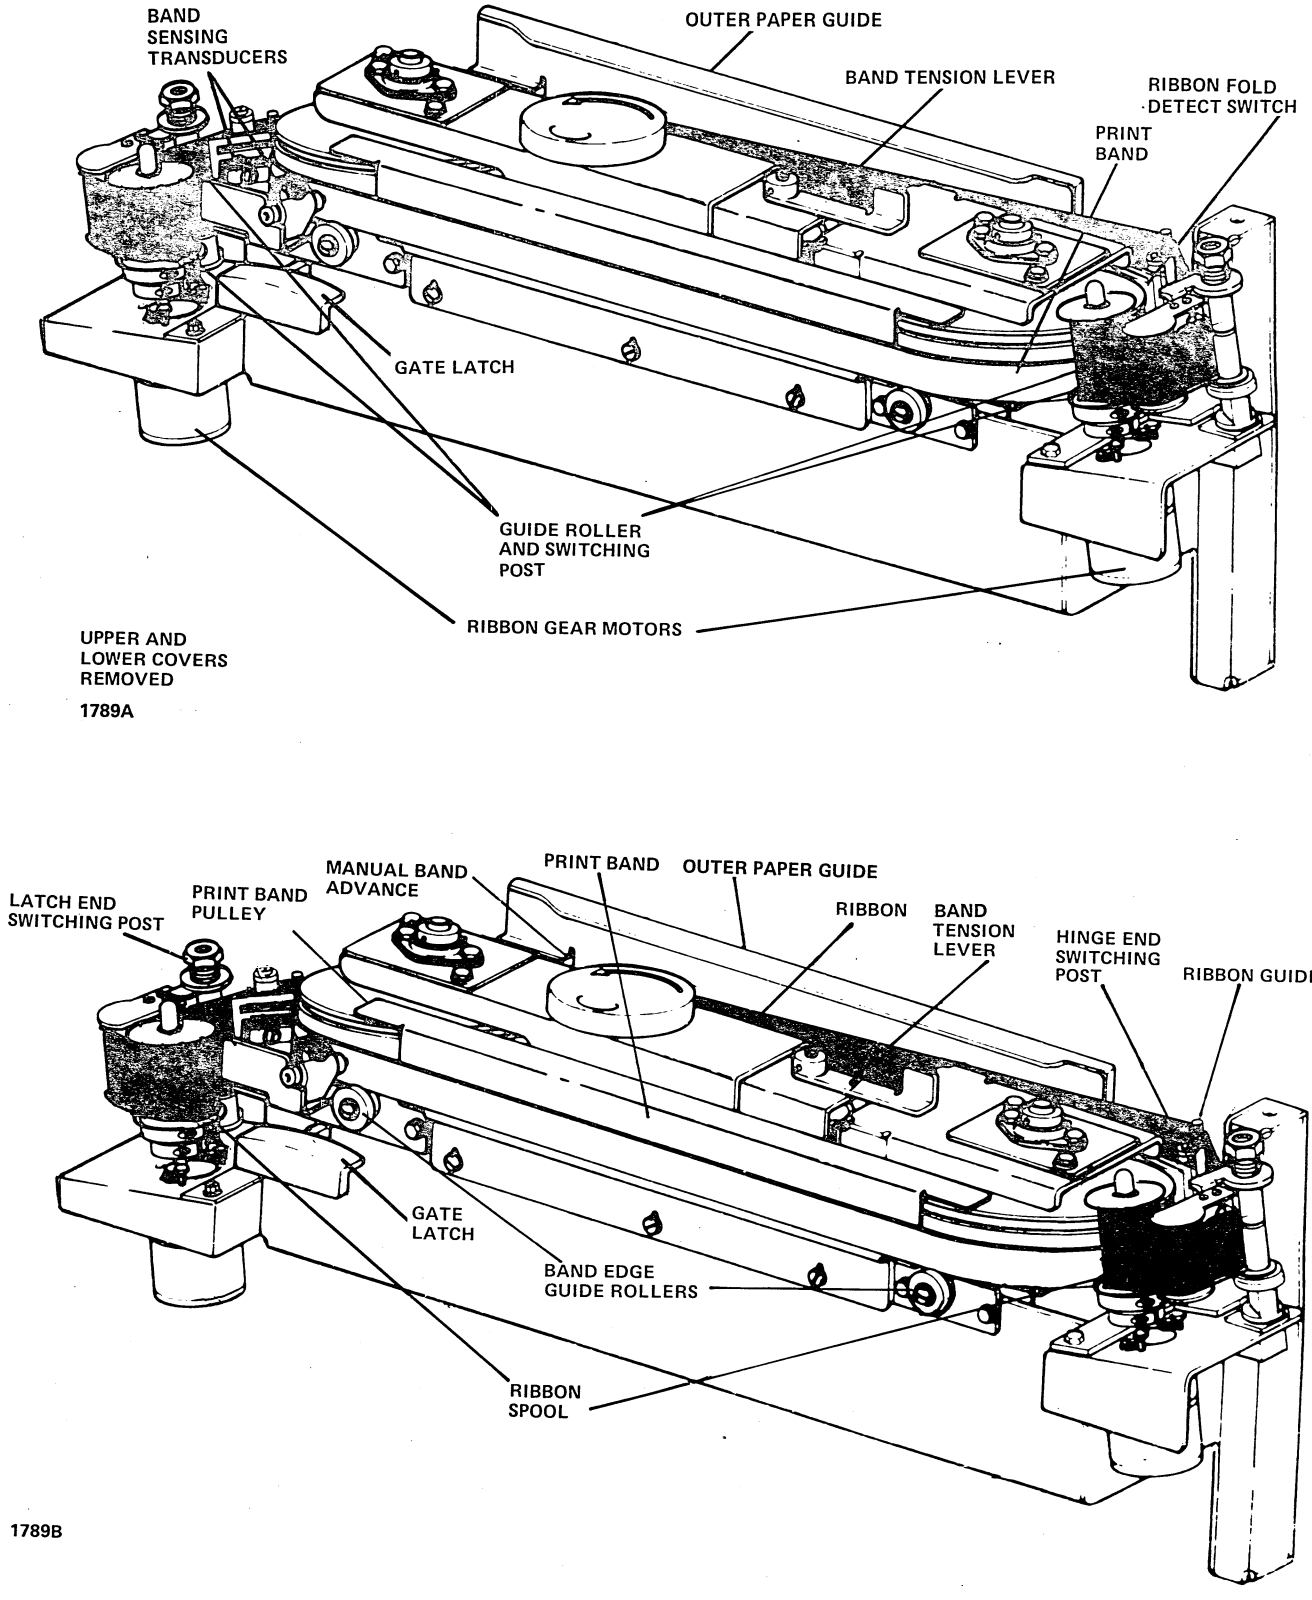

Figure 18-5. Print Gate Assembly and Ribbon Installation
2. Rotate the band tension lever 180 degrees clockwise until it contacts the stop (figure 18-5).